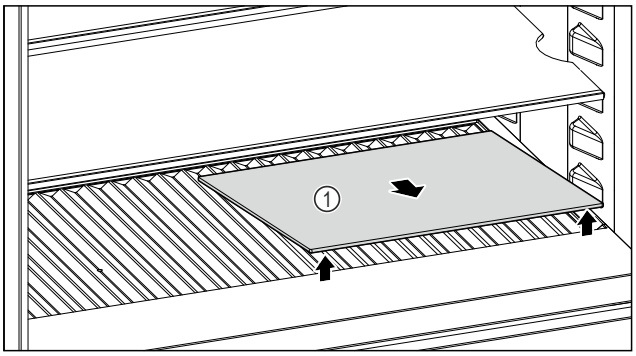

Fig. 206
▶ Ridicați în față și extrageți placa de sticlă *Fig. 206 (1)* din degajare.
▶ Păstrați placa de sticlă *Fig. 206 (1)* în siguranță în afara aparatului.